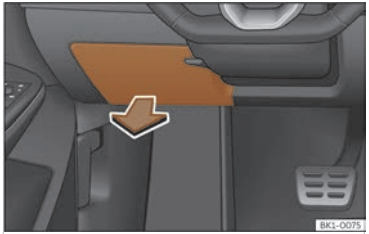

**Fig. 195** On the dash panel on the driver side: fuse box cover.
- Grasp the back of the cover and remove it in the direction of the arrow ››› **Fig. 195**.